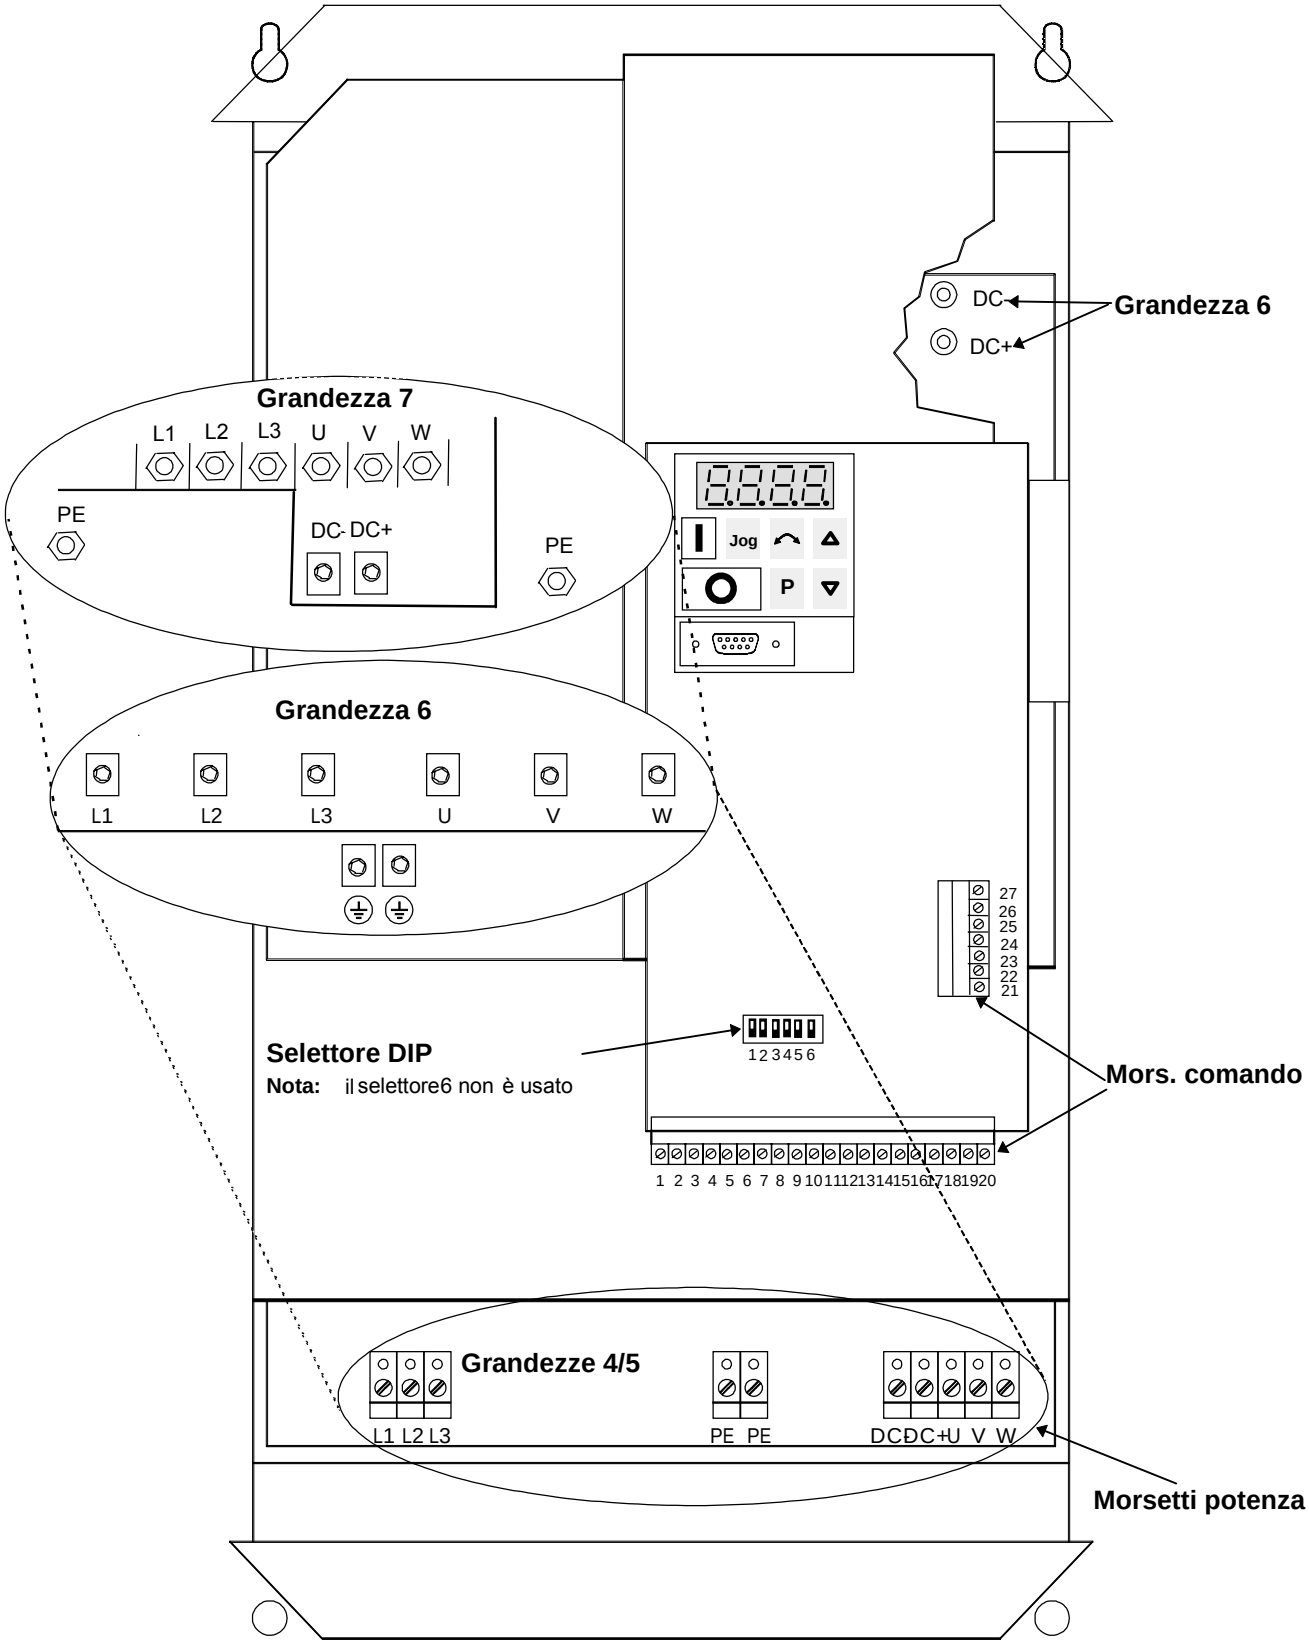

Fig. 3.2.1: allacciamenti per MIDIMASTER Vector
Per allacciamenti elettrici del MIDIMASTER Vector vedi fig. 3.2.1.
2. Allacciare l'ingresso rete ai morsetti di rete L1, L2, L3 (trifase) e la messa a terra (PE) come indicato in fig. 3.2.1 impiegando un cavo quadripolare e per la misura del cavo adatti capicorda (per sezione conduttore vedi capitolo 8).
3. Con un cavo quadripolare e per la misura del cavo con adatti capicorda, allacciare i cavi motore ai morsetti del motore U, V, W e messa a terra (PE) (*vedi fig. 3.2.1*).
L‘allacciamento dei cavi di comando al MIDIMASTER Vector avviene tramite due morsettiere, che sono disposte come indicato in fig. 3.2.1. Per l‘allacciamento dei cavi di comando possono essere tolti i morsetti a vite. Dopo che tutti i contatti sono eseguiti ai morsetti (*come rappresentato in fig 3.2.1 e 3.2.4*) e tutti gli allacciamenti sono avvitati, la morsettiera deve essere reinserita fissa nella sua posizione.
- per grandezza 4, 5 e 6 viene tolta la piastra frontale *(vedi fig. 3.2.1)*
- per grandezza 7 viene tolta la piastra frontale inferiore (*vedi fig. 3.2.1*).